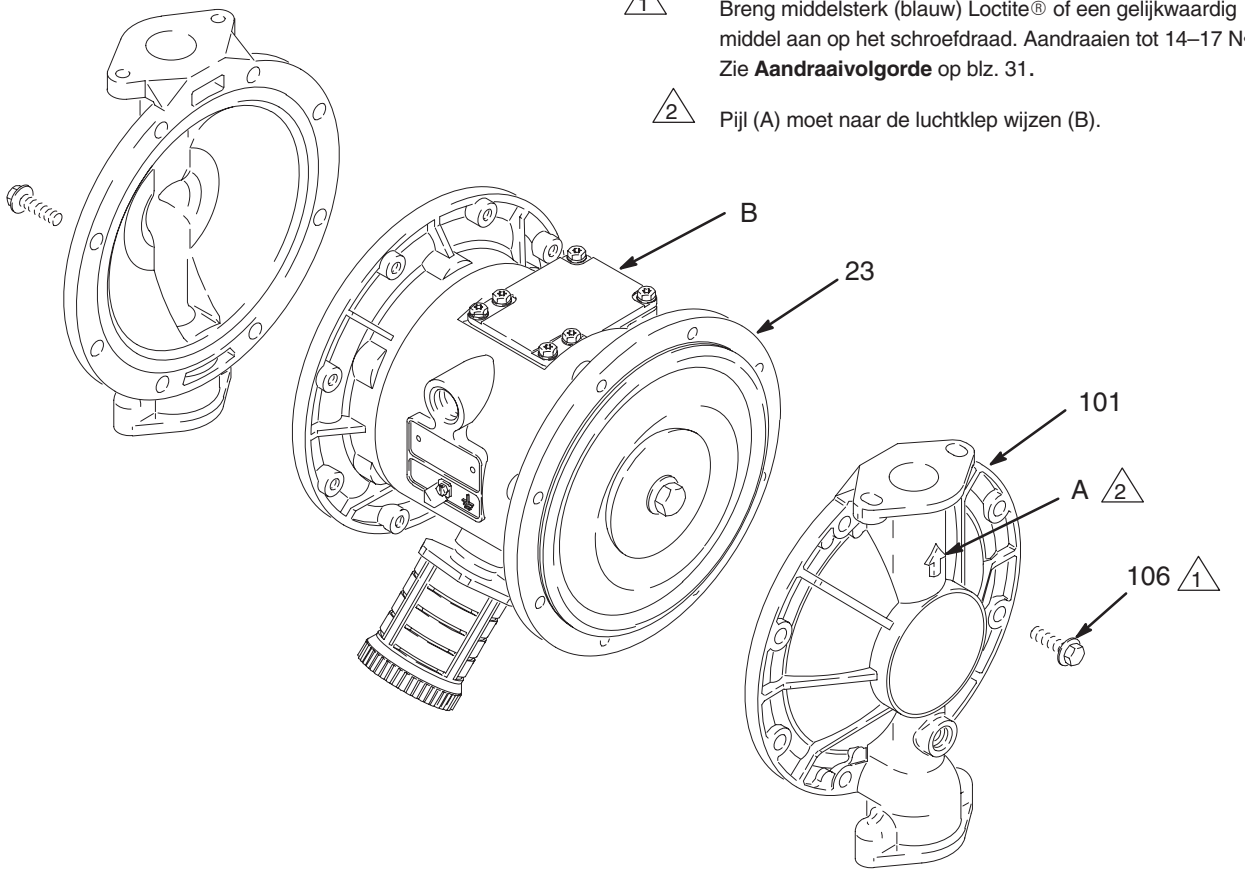

Afb. 13 02635B
3. Draai met een 10 mm steeksleutel de bouten (106) los waarmee de materiaaldeksels (101) op de luchtdeksels (23) zitten. Trek de materiaaldeksels (101) van de pomp. Zie Afb. 13.
c. *Alleen bij de PTFE uitvoering:* Plaats het PTFE membraan (403*). Let erop dat de kant met de woorden “AIR SIDE” van het huis af (1) wijst.
d. Plaats het membraan (401*) op de bout. Let erop dat de kant met de woorden “AIR SIDE” van het huis af (1) wijst.
e. Plaats de membraanplaat (104) aan de luchtzijde zo, dat de afgeronde zijde naar het membraan (401) is gericht. Deze plaat wordt op alle modellen gebruikt en het onderdeelnummer is erin gestanst.
f. Breng middelsterk (blauw) Loctite® of een gelijkwaardig middel aan op het schroefdraad van de bout (107). Schroef de bout met de hand in de as (24).
3. Vet de gehele membraanas (24) en ook de uiteinden in en schuif de as in het huis (1).
5. Houd één asbout (107) vast met een dopsleutel en draai de andere bout aan tot 27–34 N•m op maximaal 100 t/min.
6. Draai de materiaaldeksels (101) en het pomphuis (1) zo, dat de pijlen (A) op de deksels naar dezelfde kant wijzen als het luchtventiel (B). Breng middelsterk (blauw) Loctite® of een gelijkwaardig middel aan op het schroefdraad van de bouten (106) en draai de dekselbouten met de hand vast. Zie Afb. 13. Draai de bouten met een 10 mm dopsleutel gelijkmatig kruiselings aan tot 14–17 N•m. Zie **Aandraaivolgorde** op blz. 31.